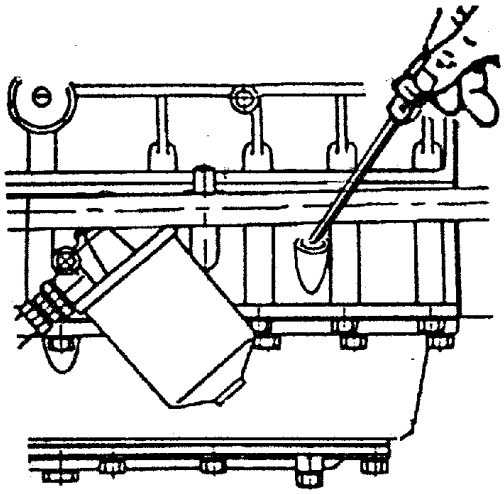

Fig.4-4
(1).Check with oil dipstick the lubricating oil level of engine sump and gearbox, which necessarily remains between the upper and lower scale lines (Fig.4-4 and 4-5). For the four -wheel- drive tractor, it is necessary to check with oil dipstick the oil level of the front axle (front axle in level position), which exists within 5 mm above or below the dipstick scale line. Besides, sufficient cooling water and fuel are needed by the radiator and the fuel tank.